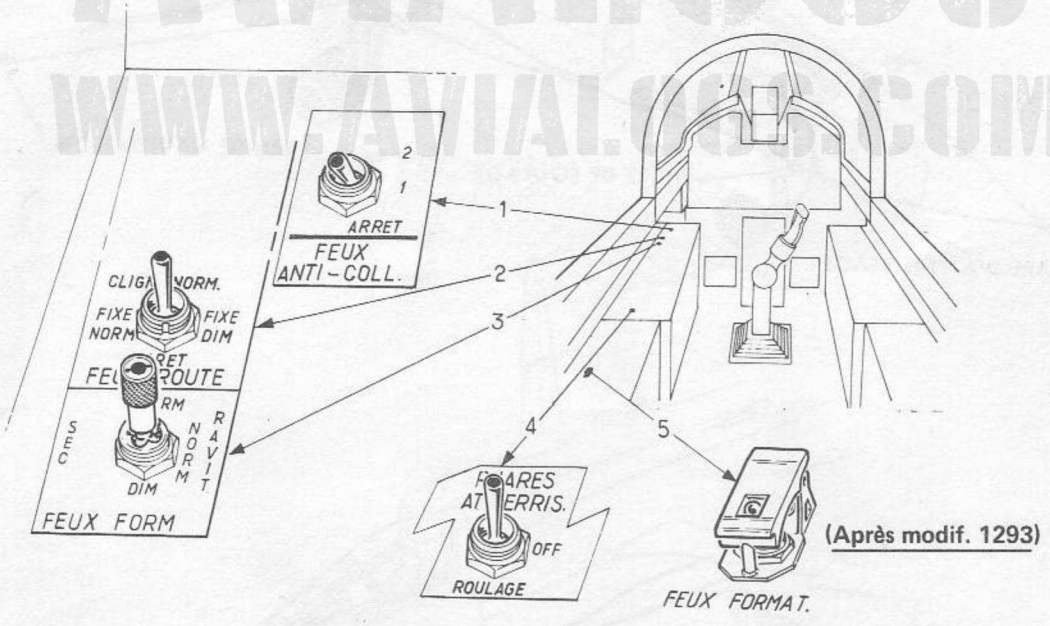

FIGURE 5 - COMMANDES ET CONTROLES DE L'ECLAIRAGE EXTERIEUR
12.3.1 - Commandes et contrôles (Fig. 5)